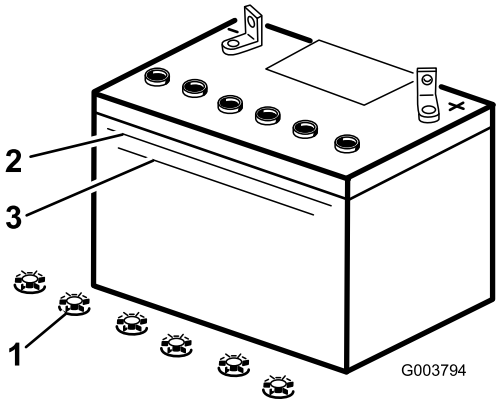

**Figuur 41**
3. Kijk aan de zijkant van de accu. Het zuurpeil moet tot aan de bovenste streep staan (Figuur 41). Het peil mag niet niet onder de onderste streep komen (Figuur 41).
5. Verwijder de vuldoppen van de accu (Figuur 41).
6. Giet langzaam gedistilleerd water in elke cel van de accu totdat het zuurpeil de Bovenste streep (Figuur 41) op de accubehuizing bereikt.
7. Wacht na het bijvullen van de accucellen 5 tot 10 minuten. Vul indien nodig gedestilleerd water bij totdat het zuurpeil de Bovenste streep (Figuur 41) op de accubehuizing bereikt.